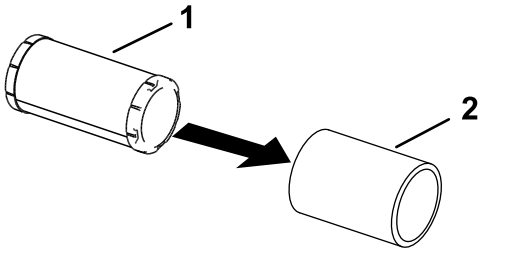

Rysunek 44
5. Wyjmij wkład piankowy z wkładu papierowego (Rysunek 44).